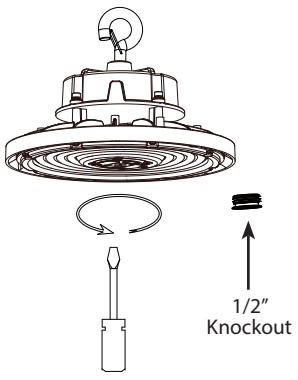

Fig. 11
3. Remove **1/2" Knockout** with a screwdriver and install the **Sensor Kit** onto fixture *(Fig. 11)***.** ***Caution do not over-tighten Sensor.***